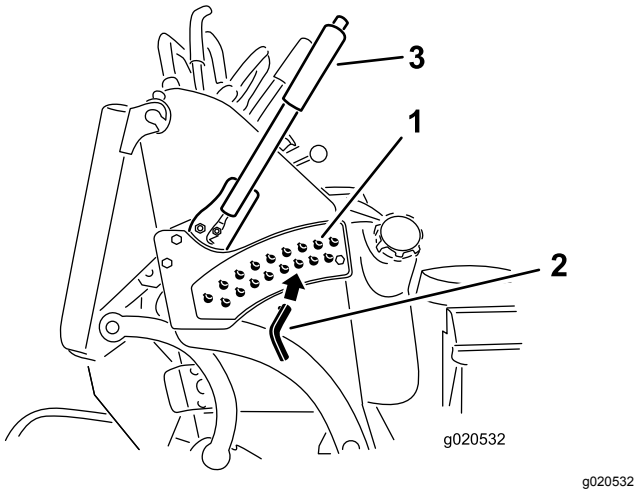

Figur 21
3. Sätt i pinnen i det hål i klipphöjdsfästet som passar för den önskade klipphöjden (Figur 21).
4. Tryck på knappen högst upp och sänk klipphöjden till sprinten (Figur 21).